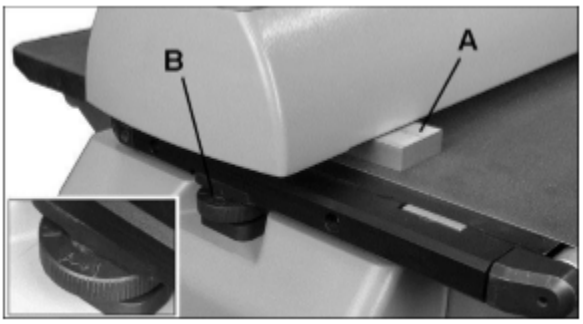

Рис. 13
3. Вставьте брусок (A, Рис. 13) между барабаном и настилом транспортера с внешней стороны барабана.
7. Поворачивайте регулировочный диск (B, Рис. 13), чтобы поднять или опустить внешний конец стола. Следуйте указателям направления, нанесенным на диск (+ для подъема).
3. Если в месте нахлеста при шлифовании видна борозда, слегка опустите стол с внешнего конца барабана, вращая регулировочный диск (B, Рис. 13).